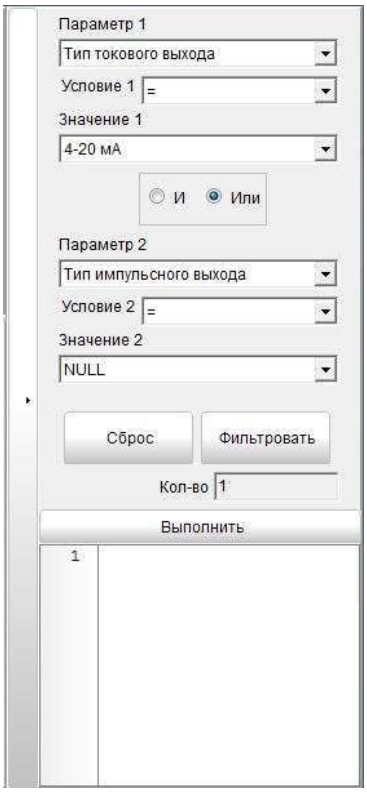

Рисунок 20 – *окно настройки фильтрации поверяемых СИ по заданным параметрам*
2.4.3.11 Для удобства поиска поверяемых приборов в больших базах данных, в программе ИРВИС-УПГ реализована функция фильтрации приборов (рис. 20) по: